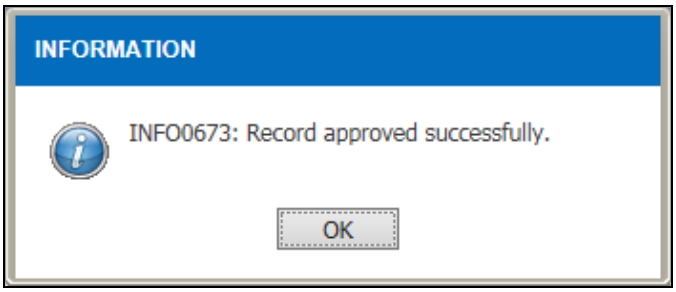

Figure 3.2-25 Information Message
- *Click on the* Yes *button to approved record and information message will be display as Figure 3.2-25*